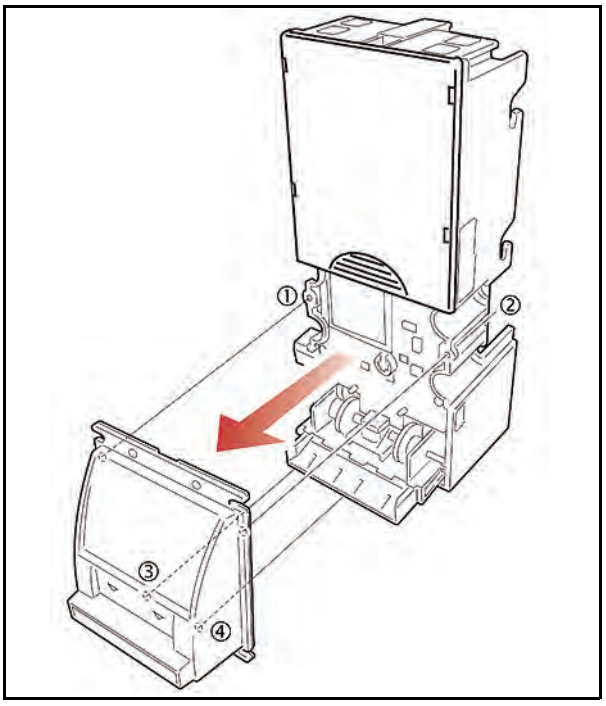

Figure 2-5 Standard Faceplate Removal
1. Remove the Standard Faceplate by removing its four (4) mounting screws (See Figure 2-5 ① through ④).
1. Remove the Standard Faceplate by removing its four (4) mounting screws (Review Figure 2-5 ① through ④).